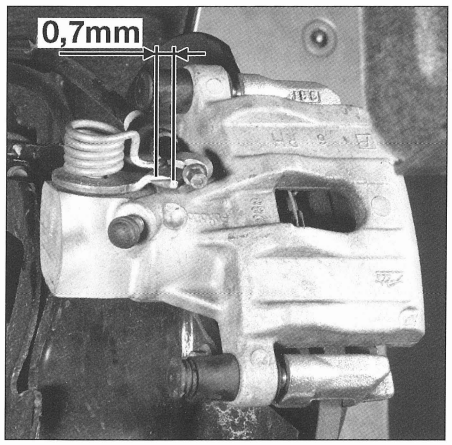

FIG. 23
• Insertar una galga de o,7 mm de espesor entre la palanca de freno de estacionamiento y el tope de la pinza de freno de los dos lados **(fig. 23)**.